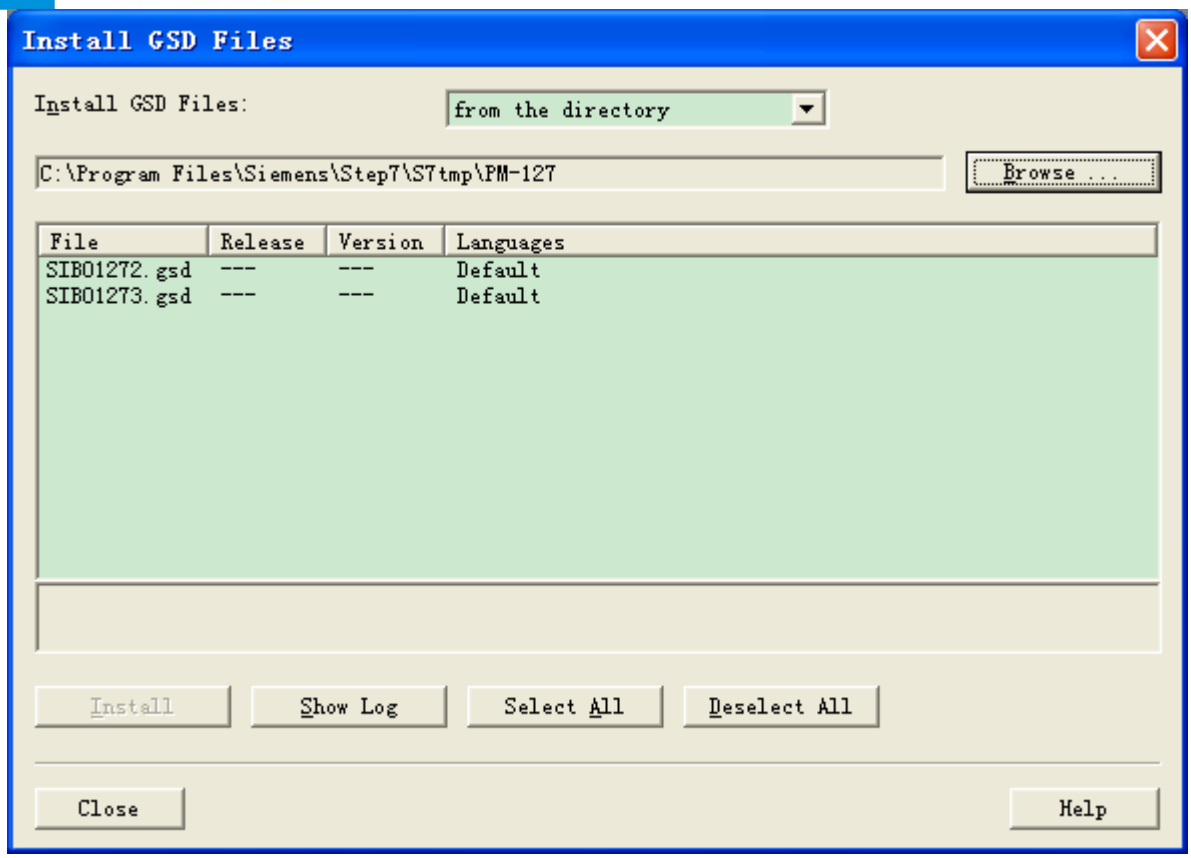

图 7
2. 弹出如图 7 所示窗口，选择 SIBO1272.gsd 或者 SIBO1273.gsd，点击“Install”，注册完后，单击“Close”，关闭注册窗口。